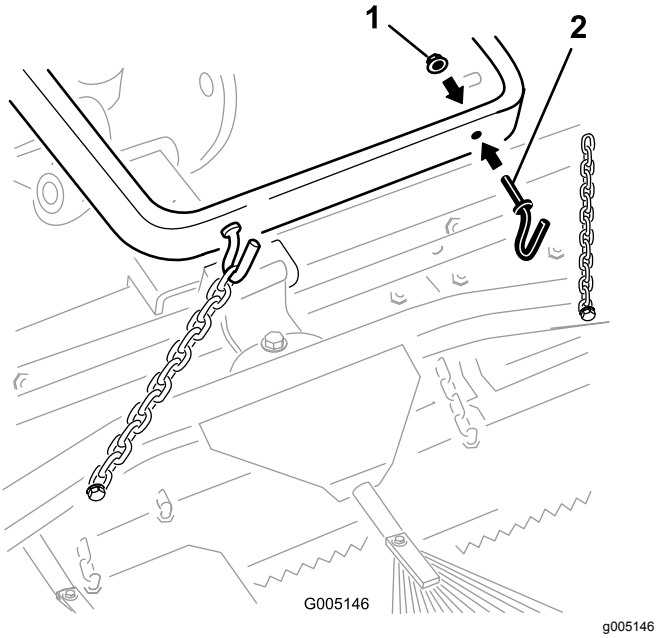

Figura 5
A. Monte 2 ganchos en la parte trasera del brazo de elevación con 2 tuercas (⅜") (Figura 5). Sujete las cadenas a los ganchos con la longitud deseada.